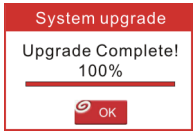

Figure 8
11. Le processus d'inscription est maintenant terminé; l'outil est maintenant prêt à l'emploi (Voir Figure 8).